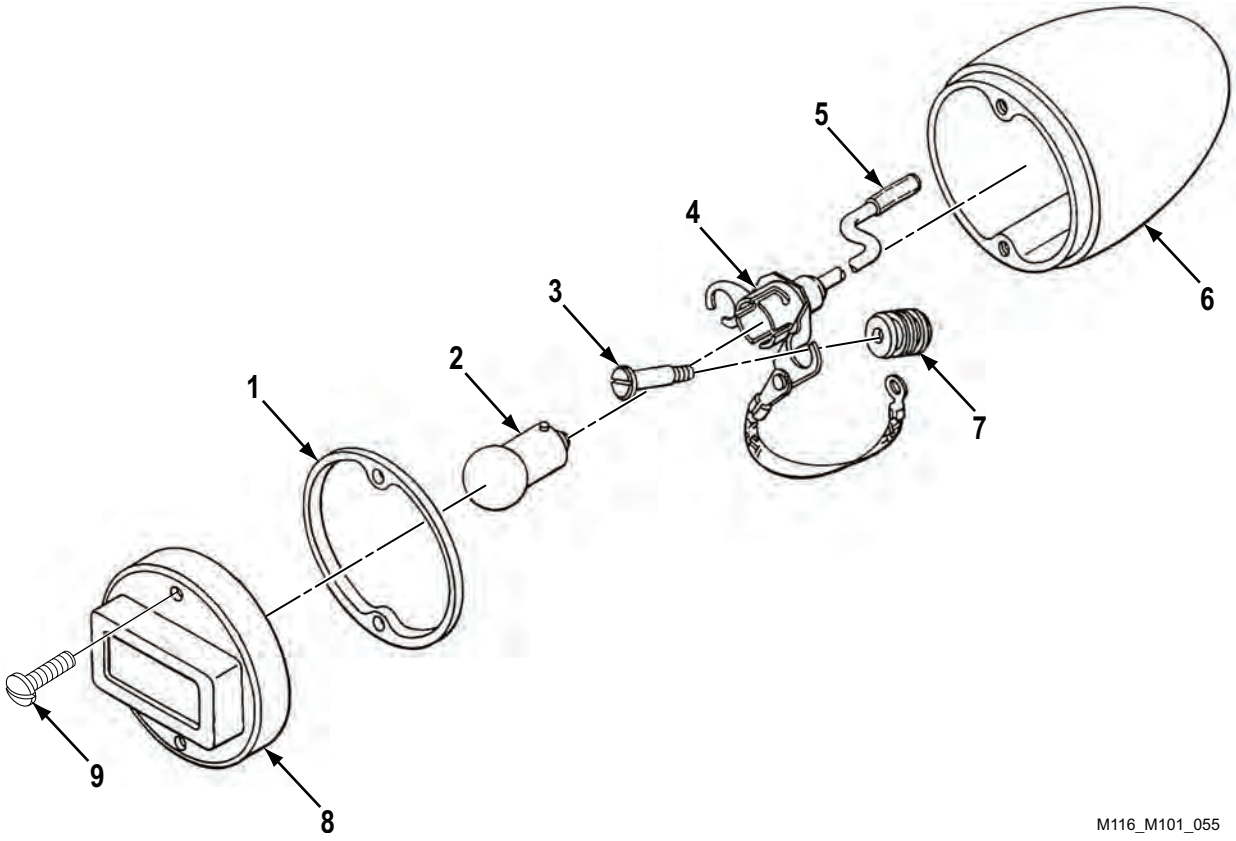

Figure 3. Blackout Stoplight Disassembly.
1. Remove two screws (Figure 3, Item 9), lens retainer (Figure 3, Item 8), and gasket (Figure 3, Item 1). Discard gasket (Figure 3, Item 1).
2. Remove lamp (Figure 3, Item 2) from socket (Figure 3, Item 4) by pushing in and turning counterclockwise.
3. Remove two screws (Figure 3, Item 3), disconnect terminal (Figure 3, Item 5), and remove socket (Figure 3, Item 4) from housing (Figure 3, Item 6).
4. Remove two grommets (Figure 3, Item 7) from housing (Figure 3, Item 6).